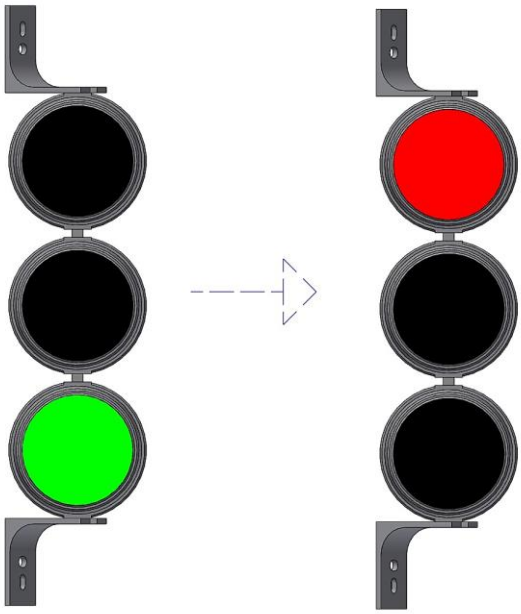

Rysunek 8-6
c. Lampa zielona na sygnalizatorze zgaśnie – patrz **Rysunek 8-6 poniżej**.